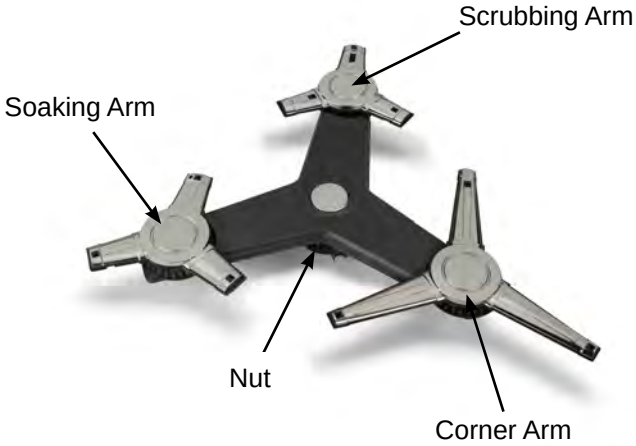

Figure 4
1. Place spray arm on the diverter housing and slowly turn spray arm until it seats on diverter—making sure the "corner arm" is pointed towards the front right corner of the tub (see Figure 4).